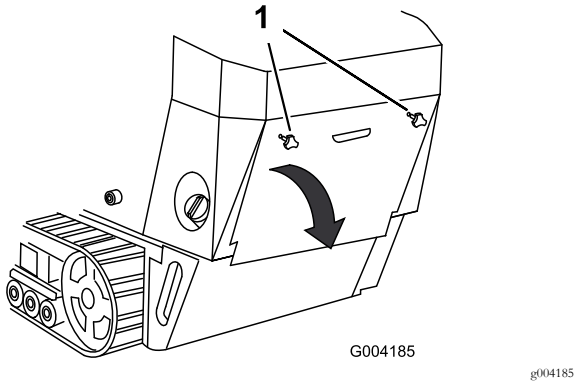

Figur 32
1. Skruva loss de två handrattarna som fäster den bakre åtkomstpanelen vid maskinen (Figur 32).
2. Luta den bakre åtkomstpanelen nedåt och ta bort den så att du kommer åt de inre delarna (Figur 32).